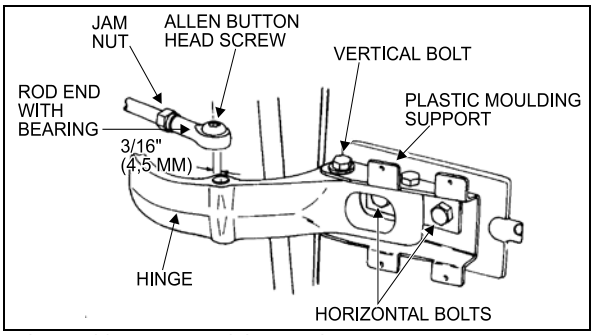

**FIGURE 32: UPPER DOOR HINGE** 18058
2. Remove the Allen button head screw and the washer retaining the rod end with bearing to the upper hinge. See Figure 32.